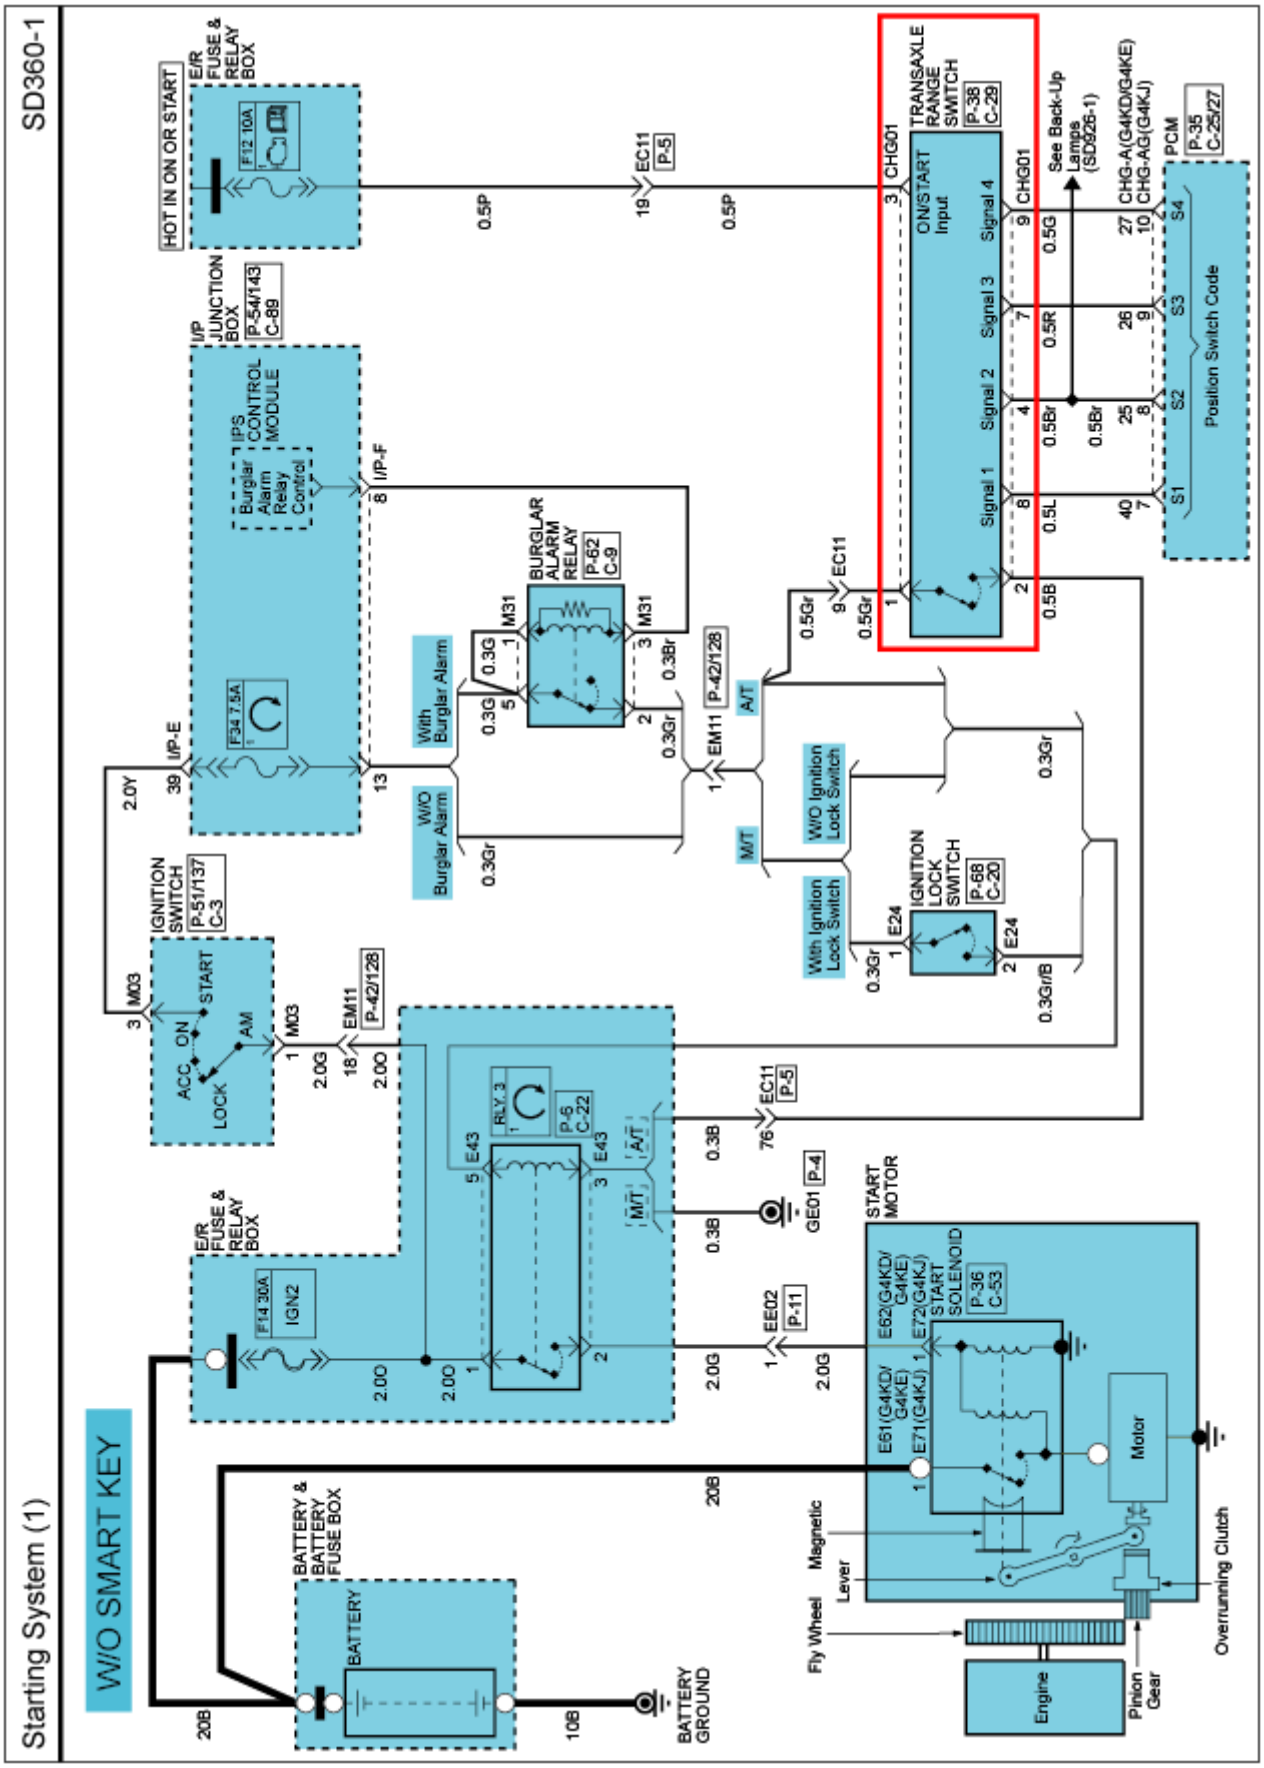

**Рис. 5.9. Электрическая схема системы пуска а/м Sonata YF выпускаемых с 15.06.2010г.**
**Внимание!** Автомобили Sonata YF, произведённые с 15.06.2010г имеют модернизированный датчик Transaxle Range Switch, оснащённый дополнительной контактной группой. Это позволяет осуществить блокировку стартёра без участия блока управления АКПП (см. рис. 5.9.).